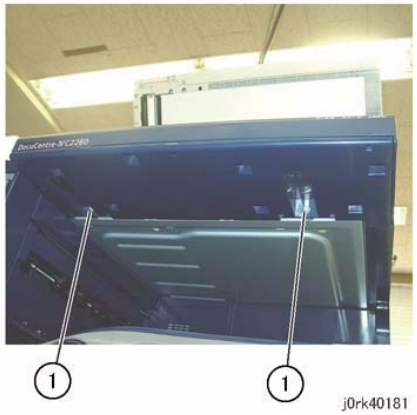

Figure 2 Control Panel Screws
4. Remove the screws that secure the Control Panel. (Figure 2)